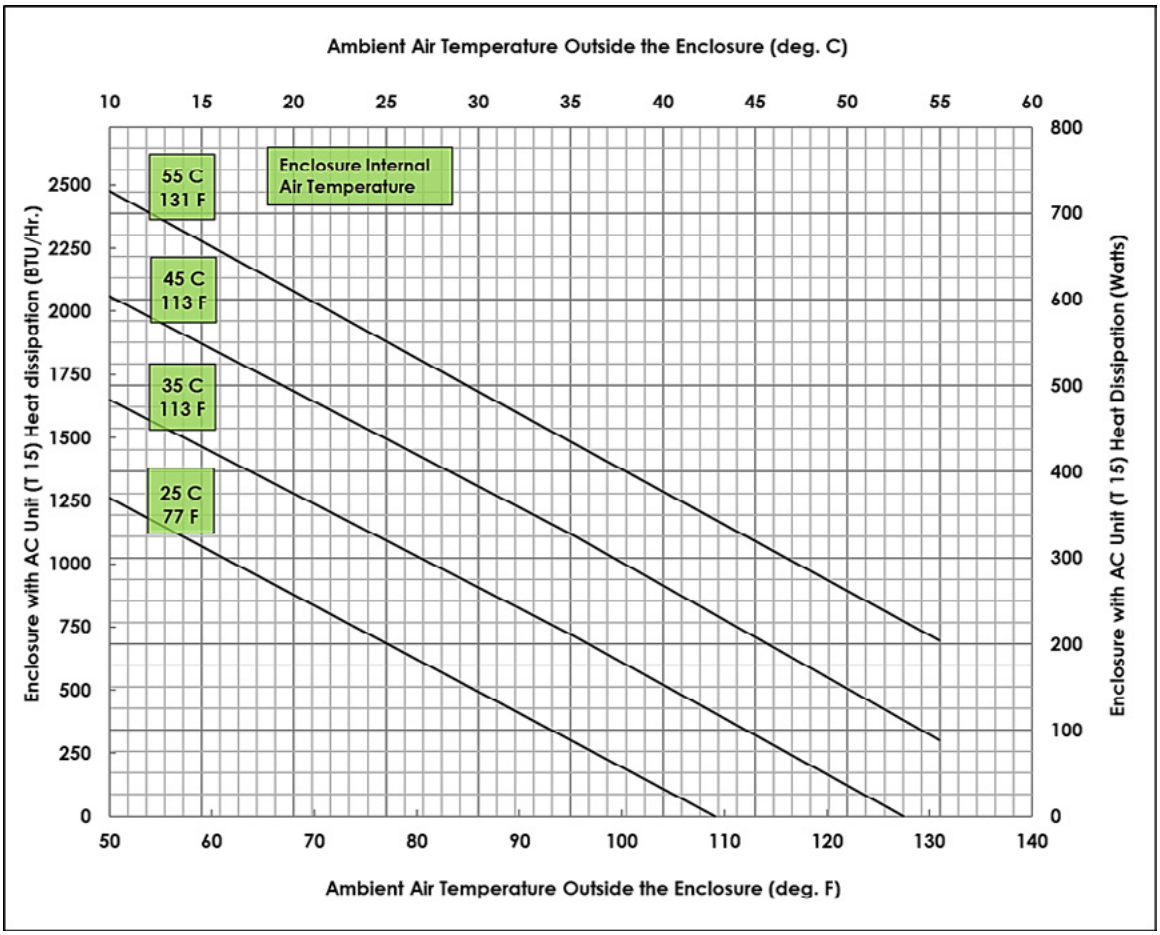

Figure 26:
7. Figure 26 provides a guide for a Panduit Z22x enclosure heat dissipation for various external ambient temperatures.